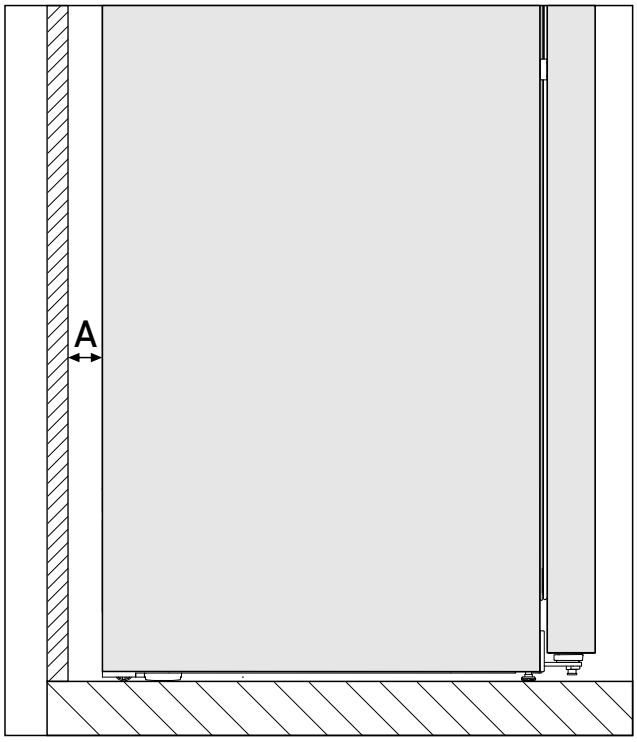

Fig. 3 *
Enerģijas patēriņš bija noteikts ar atstatumu no sienas *Fig. 3 (A)* starp ierīces mugurpusi un sienu. Ja atstatums no sienas ir mazāks par *Fig. 3 (A)*, tas neietekmē ierīces darbspējīgumu, taču nelielā mērā palielina enerģijas patēriņu mazāka atstatuma no sienas gadījumā.*